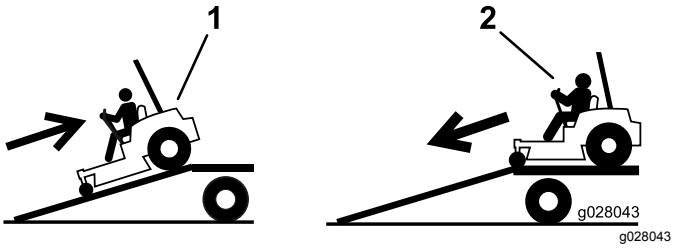

Figur 44
4. Rygg maskinen opp på rampen (Figur 44).
2. Kjør maskinen fremover ned fra rampen (Figur 44).